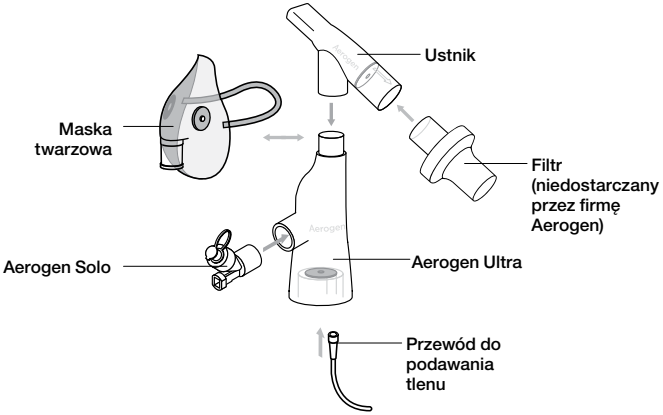

Rysunek 15. Montaż urządzenia Aerogen Ultra
A. Pewnie podłączyć nebulizator Aerogen Solo do urządzenia Aerogen Ultra zgodnie z orientacją, którą przedstawia Rysunek 15.